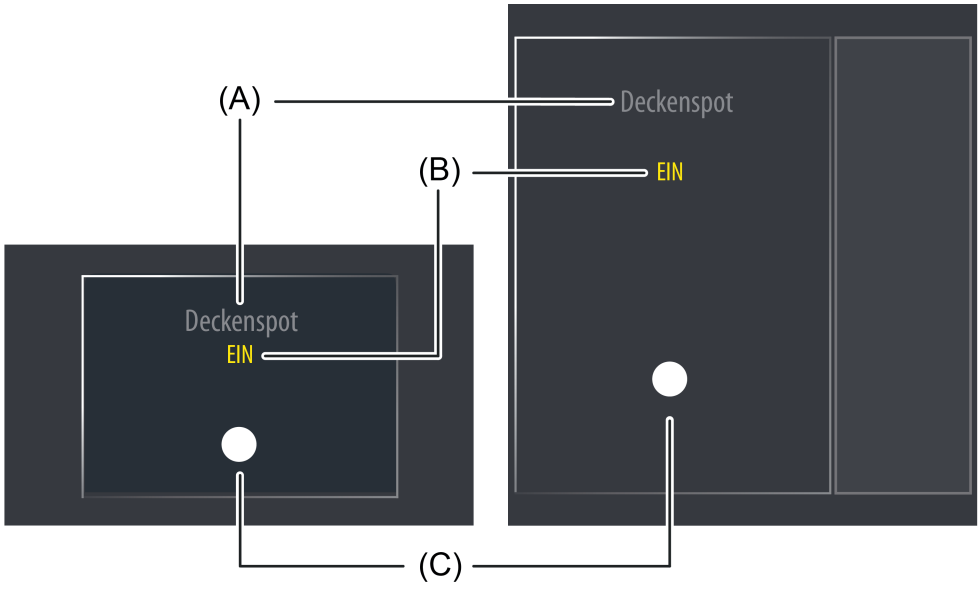

Bild 51: Beispiel für ein Anzeigeelement der KNX Funktion "Sammelrückmeldung"
Der Anzeigebereich enthält verschiedene Darstellungselemente (Bild 51), die durch Parameter beeinflusst werden. Jeder KNX Funktion kann in der Konfigurationssoftware eine Bezeichnung vergeben werden (A). Diese Text-Bezeichnung wird im Anzeigeelement zentriert zur Anzeige gebracht, wodurch steuerbare KNX Funktionen für den Anwender kenntlich gemacht werden (z. B. "Deckenspot"). Zusätzlich wird unterhalb der Bezeichnung ein Statustext (B) eingeblendet, der abhängig vom Objektwert der maskierten Sammelrückmeldung unterschiedliche Texte im Display visualisiert (z. B. "Aus" / "Ein"). In der Konfigurationssoftware können die Texte für die Zustände "Ein", "Aus" und "Ungültig" getrennt voneinander definiert werden.